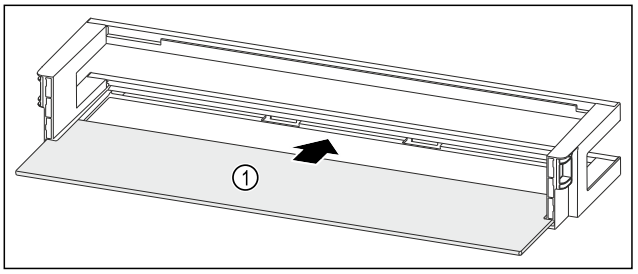

Fig. 214 Balconcino controporta con ripiano
▶ Inserire il ripiano *Fig. 214 (1)* negli incavi laterali.